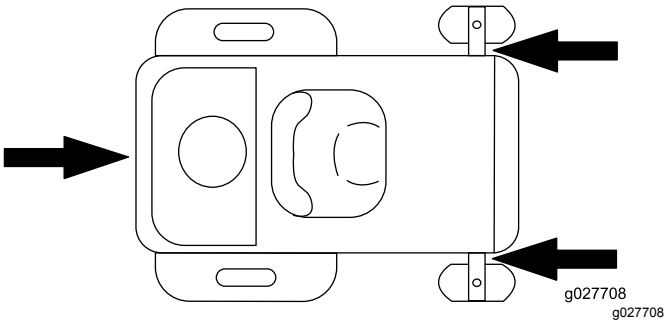

Figur 40
6. Fastgør maskinen i nærheden af de forreste styrehjul og den bageste kofanger med remme, kæder, kabler eller reb (Figur 40). Der henvises til de lokale regler for bindepunkter.